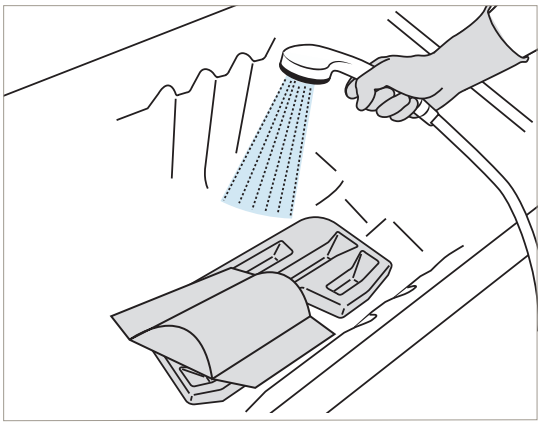

Afbeelding 65
25. Gebruik de douche om alle onderdelen schoon te spoelen. Spoel het desinfectiemiddel af met de douchehandgreep en een ruime hoeveelheid water met een temperatuur van ongeveer 25 °C (77 °F). Zie Afbeelding 65.